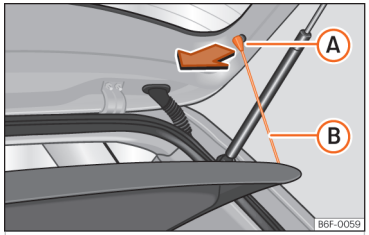

**Fig. 175** In the boot: removing and installing the shelf.
- Detach the cord loops ››› Fig. 175 (B) from their hooks (A).
- Attach the securing straps ››› Fig. 175 (B) onto the rear lid.